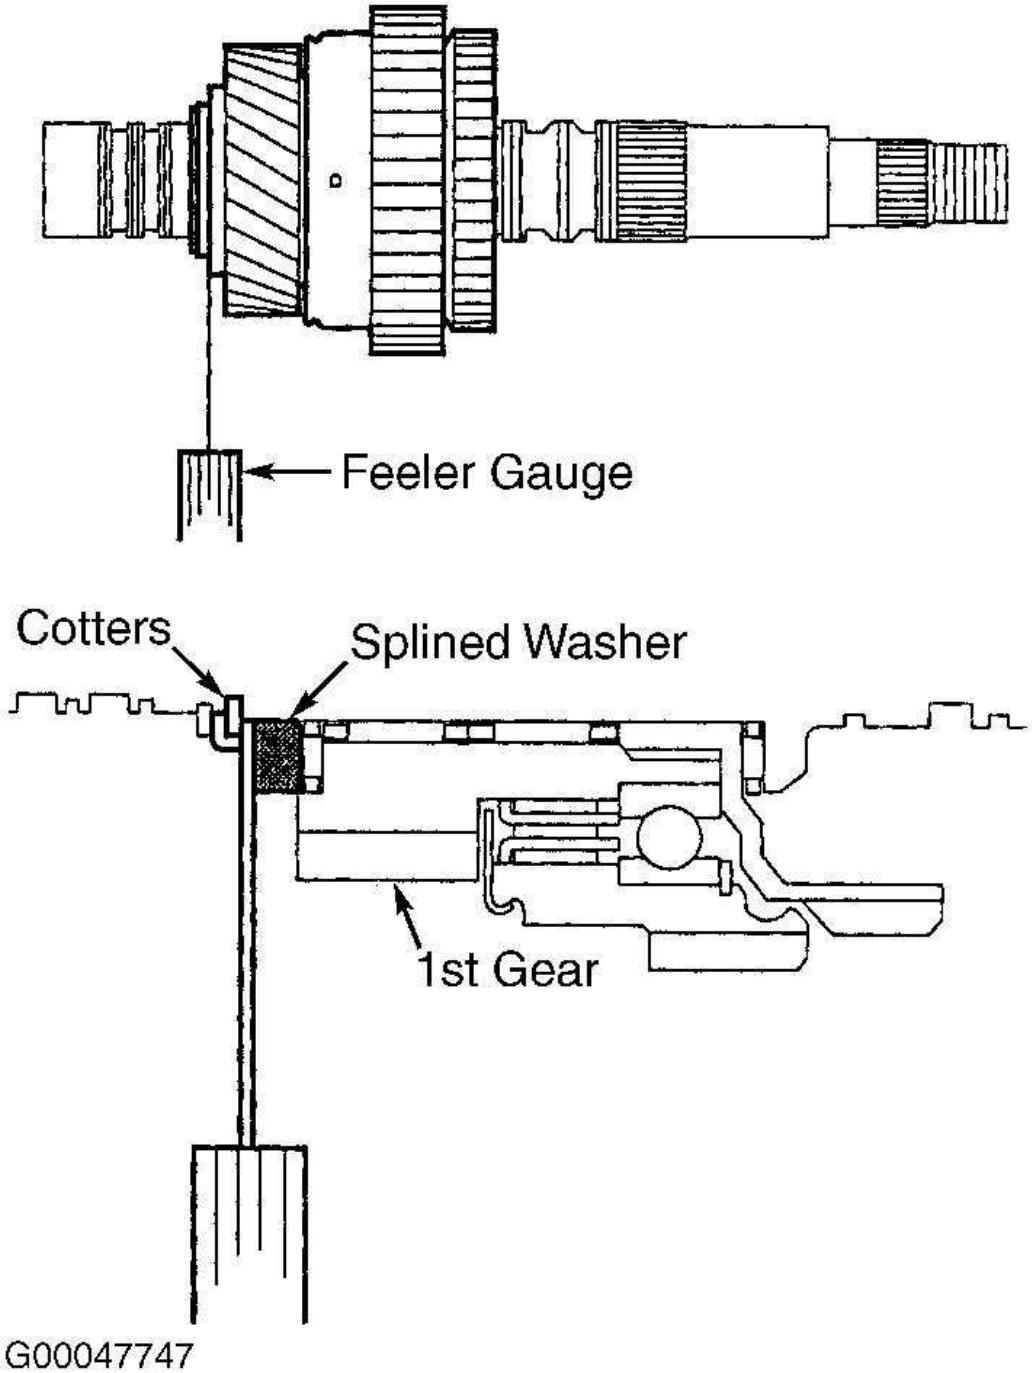

Fig. 42: Measuring 1st Gear Clearance
3. Measure the clearance between the 38 x 56.5 mm splined washer and cotters with a feeler gauge in at least 3 places. See **Fig. 42** . Use the average as the actual clearance. Standard is .003-.006" (.07-.15 mm).